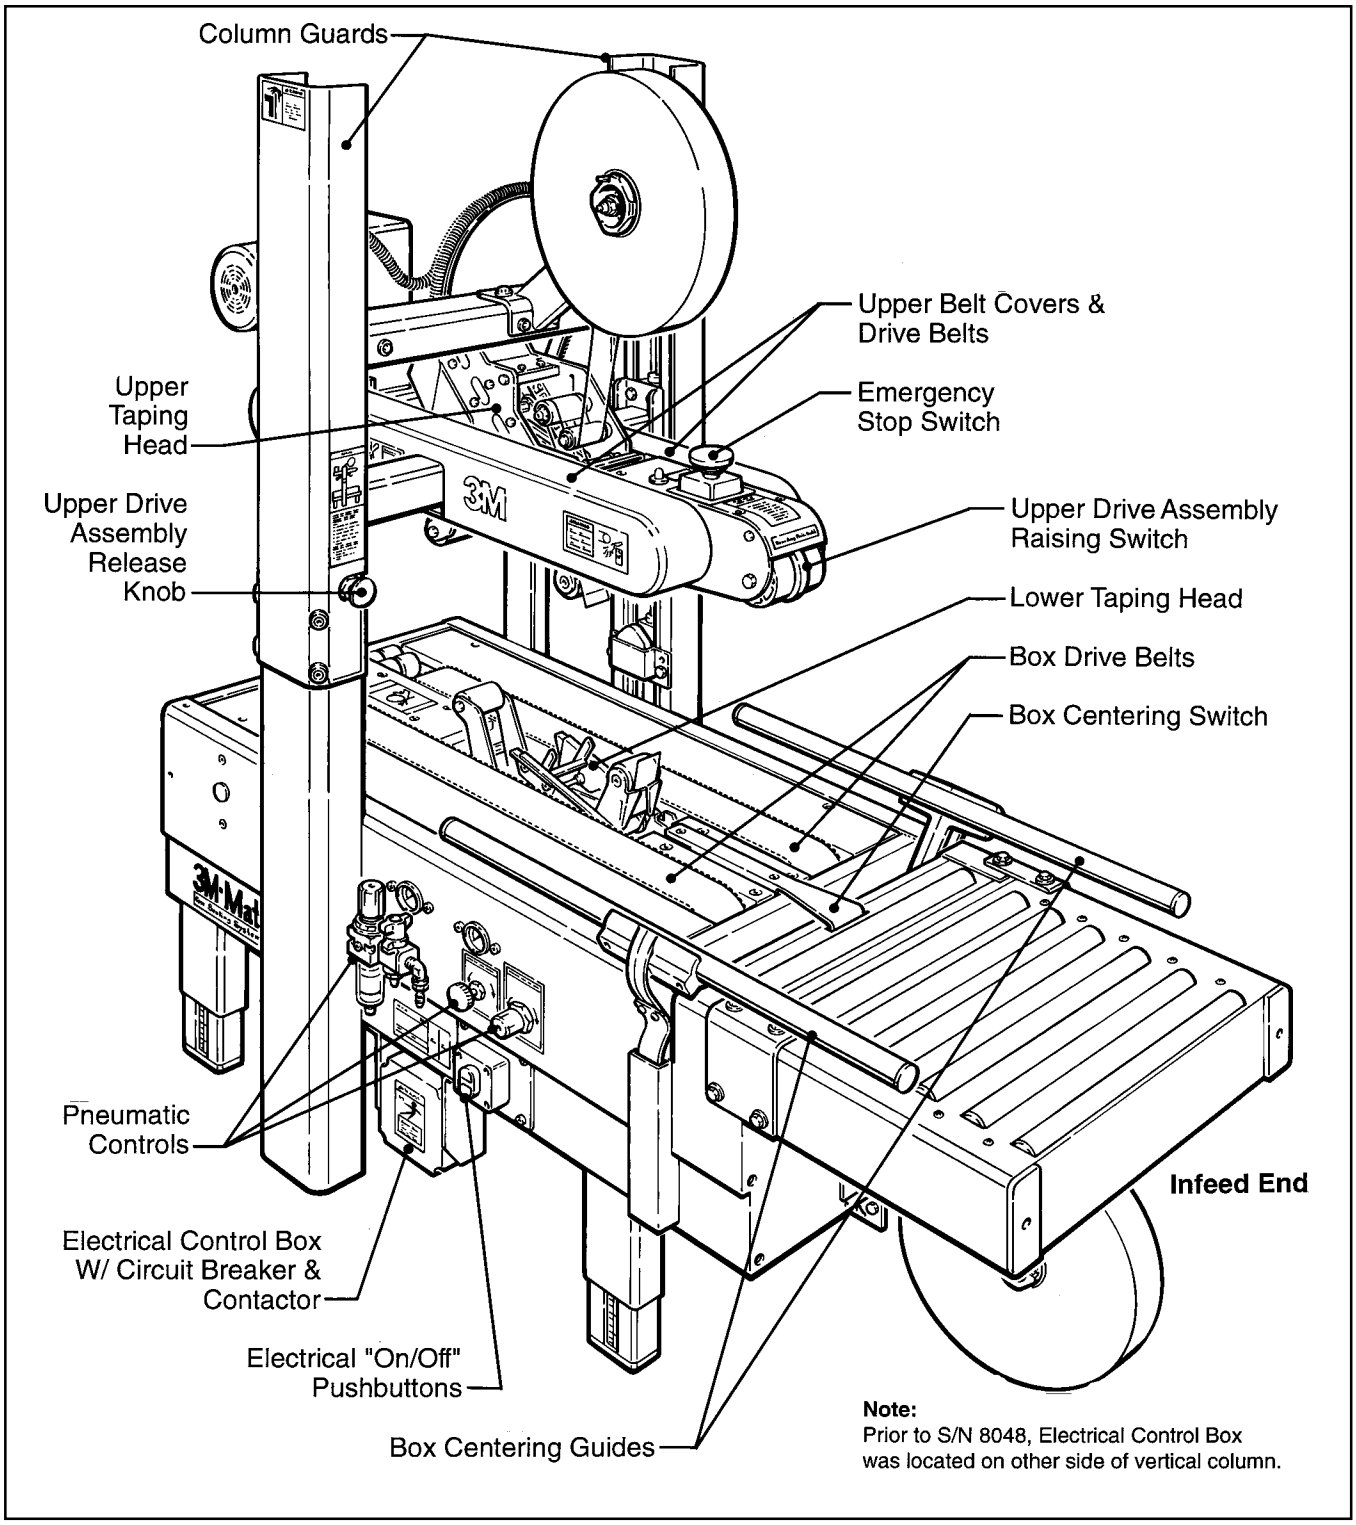

Figure 3-1 – 700r Case Sealer Components (Left Front View)
The following instructions are presented in **the order recommended** for setting up and installing the case sealer, as well as **for learning the operating functions and adjustments**. Following them step by step will result in your thorough understanding of the machine and an installation in your production line that best utilizes the many features built into the case sealer. Refer to Figure 3-1, page 15, to identify the various components of the case sealer.
The case sealer requires a 5 bar gauge pressure 110 litre/min [70 PSIG], @21°C, 1.01 bar [3.75 SCFM] compressed air supply. As shown in Figure 3-1, an on/off valve, pressure regulator, and filter are provided to service the air supply.
The electrical control box and "On/Off" switch are located on the lower left side of the machine frame. See Figure 3-1. If desired, for operator convenience, the "On/Off" switch can be relocated to the right side of the machine frame. A standard three conductor power cord with plug is provided at the back of the electrical control box for 115 Volt, 60 Hz., 3.8 Amp electrical service. The receptacle providing this service shall be properly grounded. Before the power cord is plugged into 115 Volt, 60 Hz outlet make sure that all packaging materials and tools are removed from the machine. **Do not plug electrical cord into outlet until ready to run machine.**
Refer to Figure 3-1 and 3-2 below to acquaint yourself with the various components and controls of the case sealer. Also see Figures 3-1 and 3-2 in Section II for taping head components.
10. **Both the upper and lower taping heads utilize extremely sharp knives. The knives are located under the orange knife guard which has the 'WARNING – SHARP KNIFE" label. Before loading tape, refer to Figures 3-1 and 3-2 in Section II to identify the knife location. Keep hands out of these areas except as necessary to service the taping heads.**